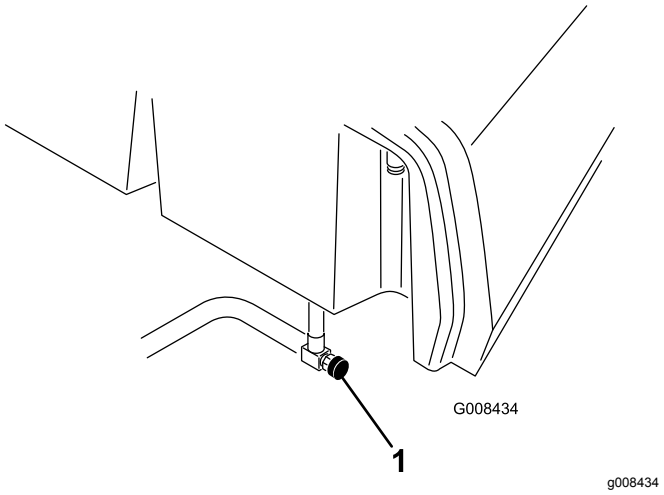

**Rysunek 40**
1. Zamknij zawór odcinający dopływ paliwa (Rysunek 40) znajdujący się pod zbiornikiem paliwa.